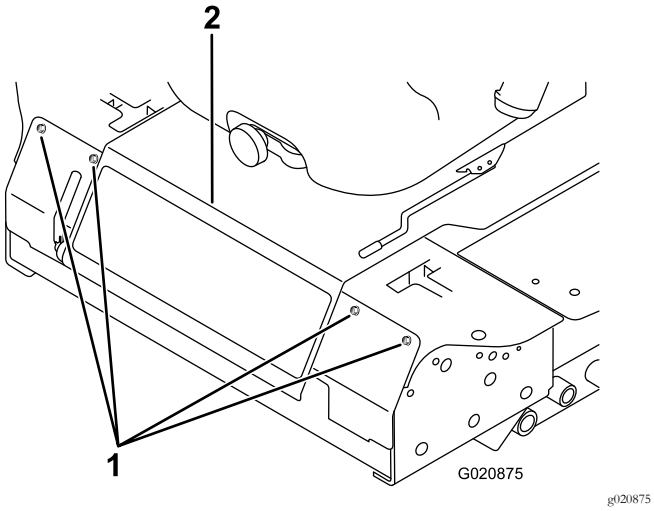

Figur 51
2. Lossa skruvarna som håller fast den främre panelen och ta bort den (Figur 51).